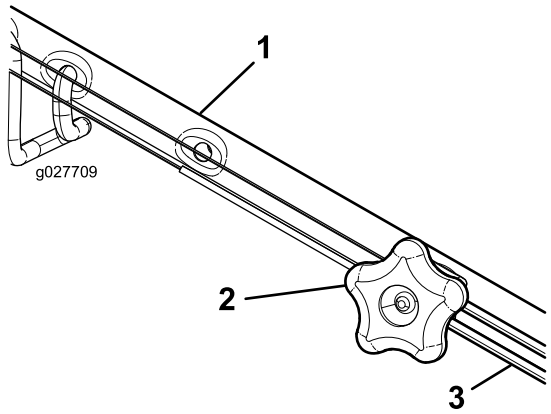

Rysunek 39
1. Obróć pokrętło regulacyjne w kierunku przeciwnym do ruchu wskazówek zegara, aby poluzować mocowanie linki (Rysunek 39).
2. Wyreguluj naprężenie linki (Rysunek 39) pociągając ją do tyłu lub popychając do przodu i przytrzymując w tym położeniu.